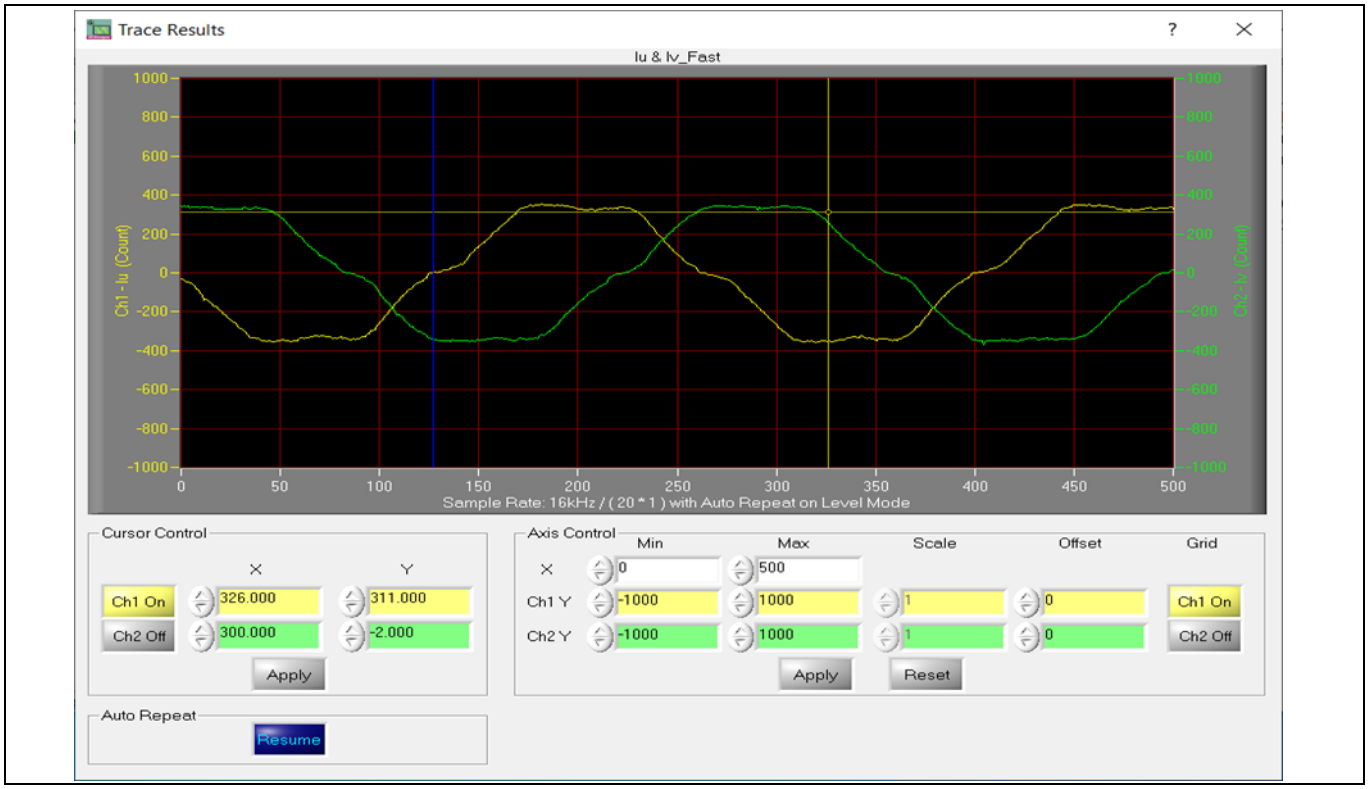

Figure 9 Trace waveform for I_u & I_v open loop diagnostic
11. Open System Page > Monitor Definitions and double-click **I_u & I_v_Slow**. The motor current feedback should be clean and sinusoidal, as shown in Figure 9. If not, please tune the Gating Propagation Delay & Phase Shift Window Size in the MCEWizard. The sampled motor-current noise amplitude should be less than 50–100 counts (below 5% of the motor current or below 5% of the maximum AD (analog to digital converter) range, which is 2048 counts.) If not, the motor current sample-related hardware and the setup need tuning.